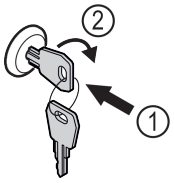

Fig. 103 Beispielhafte Darstellung
▶ Schlüssel hineindrücken *Fig. 103 (1)*.
▶ Schlüssel um 90° im Uhrzeigersinn drehen *Fig. 103 (2)*.